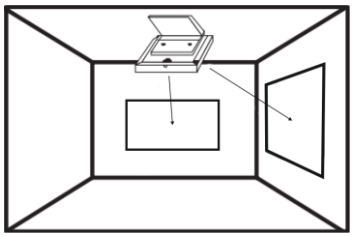

Fig. 2
- Montado en el techo (para obtener resultados óptimos el detector inalámbrico debe estar centrado y dirigido hacia la zona a proteger del cristal, utilizando la rótula giratoria suministrada, vea Fig. 2).